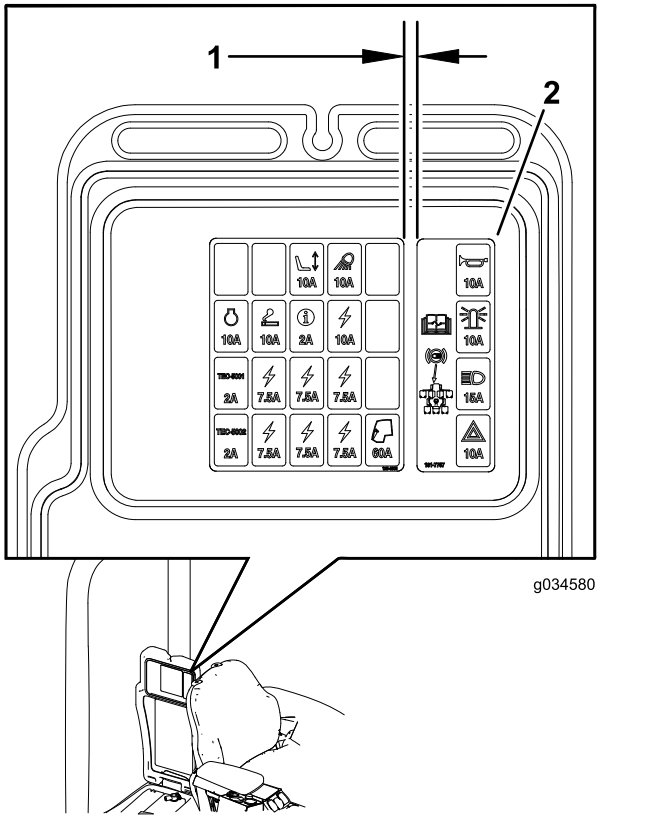

Figuur 33
2. Breng de sticker van de zekeringhouder aan op het deksel van het opslagcompartiment (Figuur 33).